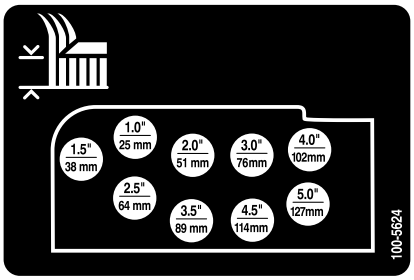

**Figur 25**
10. Monter klippehøydekjeden til ønsket klippehøydehull med ringstiften og hårnålssplinten (Figur 25).